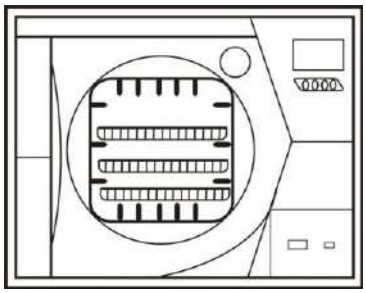

Рисунок 12: Схема расположения стойки реверсивной в положении №2
2) 3 лотка / кассет в горизонтальном положении (рис. 12)